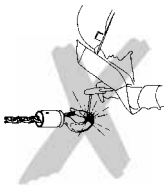

Fig. 4
– 避免斜拉，也就是说避免把重物挂在外壳或是下吊钩座上使用（如图4）